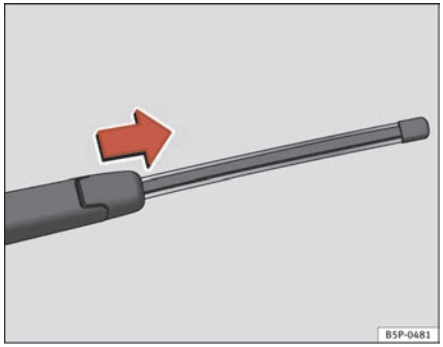

**Fig. 164 Remove rear window wiper blade**
– Lift the wiper arm away from the glass ⇒ page 227, fig. 164.
– Slide the blade adapter in the direction of the arrow and remove the blade ⇒ page 227, fig. 164.